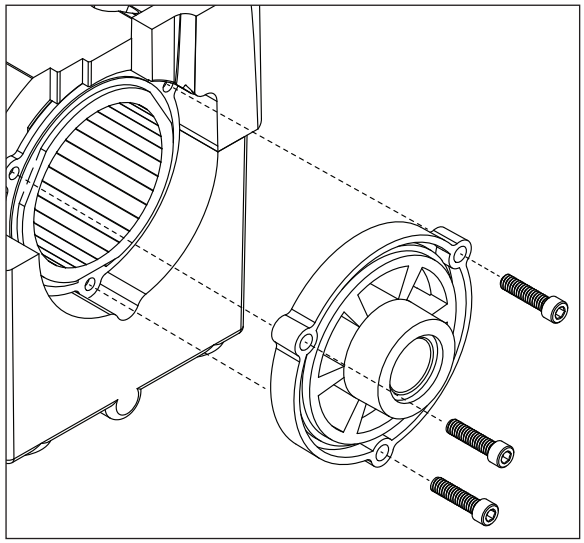

Fig. 23
5. Install the reservoir with three bolts **(Fig. 23)**.